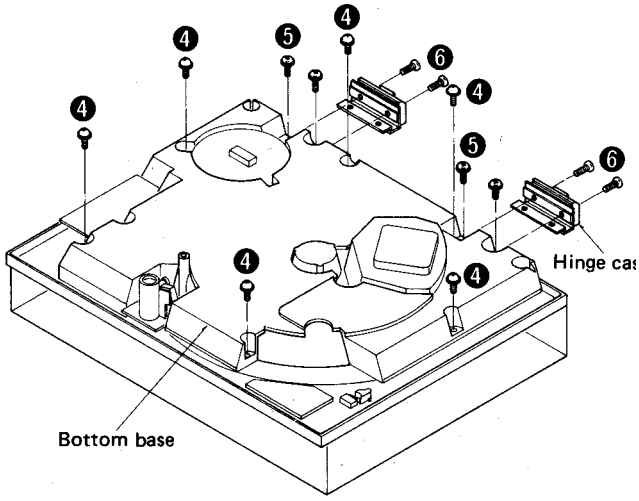

**Fig. 2**
4. Remove the 6 setscrews **(Fig. 2 : ❹)** of the bottom base.
2. Remove the 4 setscrews **(Fig. 2 : ❺)** of the hinge case bracket.
3. Remove the 4 setscrews **(Fig. 2 : ❻)** of the hinge case.